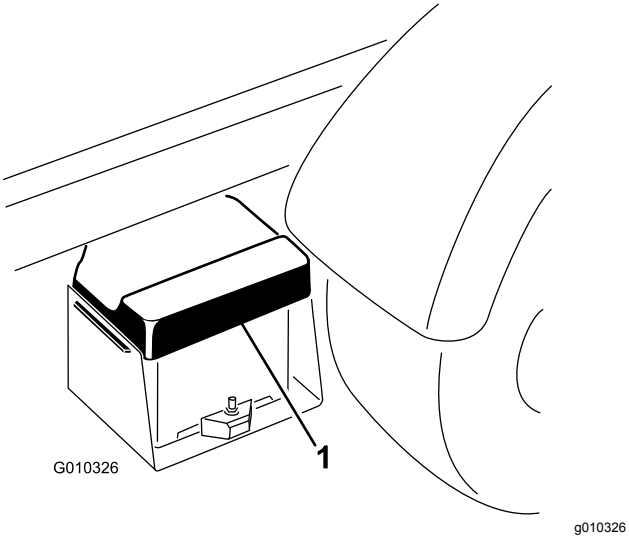

Rysunek 50
1. Ściśnij pokrywę akumulatora, aby uwolnić wypustki z podstawy akumulatora, następnie zdejmij pokrywę akumulatora z podstawy (Rysunek 50).